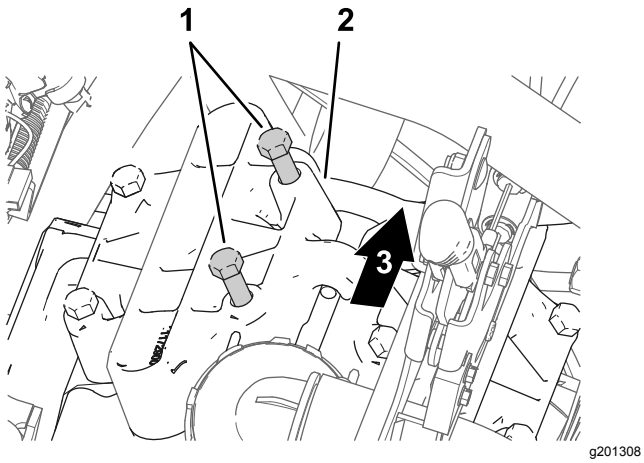

Figuur 176
1. Zet aan de pompkop in de 11-uurpositie de 2 bouten los die getoond worden in Figuur 176 zodat u een speling van 7 tot 10 mm verkrijgt tussen de boutkop en de pomp.